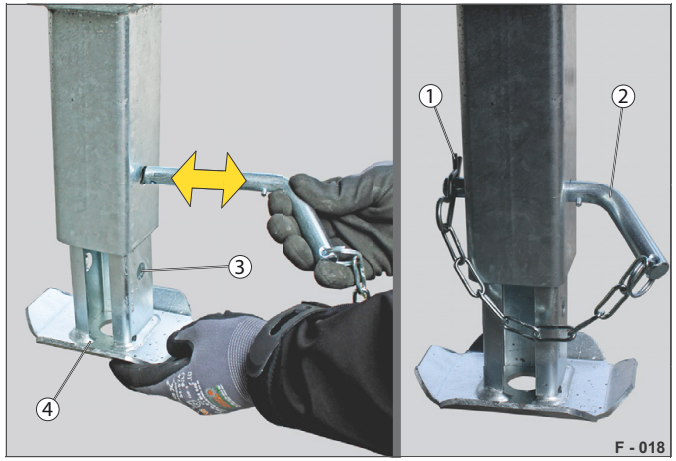

Abb. 24 Skládací podpěra, výškově nastavitelná
▶ Vytáhněte pružinový konektor (Abb. 24/1) ze zásuvného kolíku (Abb. 24/2).
▶ Stavěcí nožku (Abb. 24/4) posuňte dolů tak, aby mohla být aretována v otvoru (Abb. 24/3).